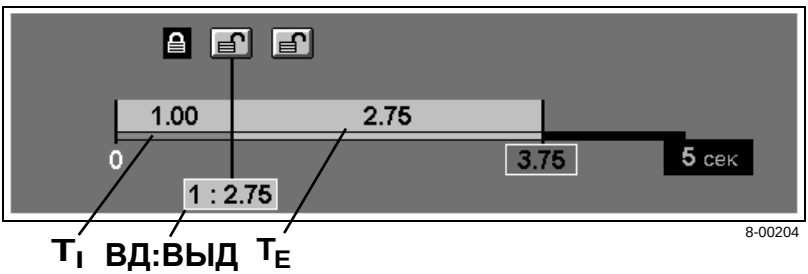

Рис. 4-3. Константа при изменении частоты (настройка соотношения ВД:ВЫД)
2. Нажмите кнопку ПРОДОЛЖИТЬ. Временная шкала дыхательного цикла (см. Рис. 4-3) появится на нижнем экране.